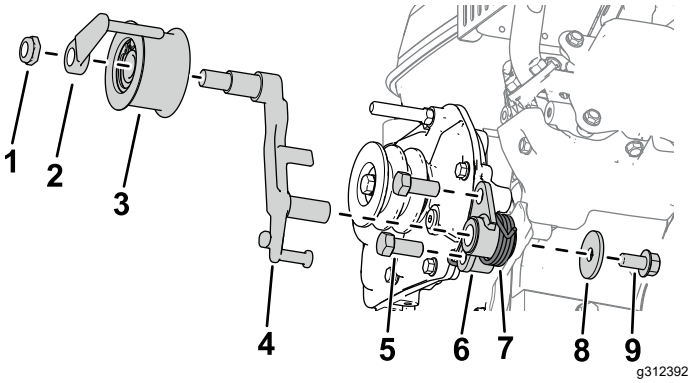

Figur 3
5. Montera kopplingsfästet på växellådan med två skruvar (7/16 x 1 tum) enligt Figur 3.
6. Montera kopplingsarmen på kopplingsfästet (Figur 3).
7. Montera vridfjädern på kopplingsfästet med en bricka (⅜ x 1 ⅜ tum) och en skruv (⅜ x ¾ tum) enligt Figur 3.
8. Montera mellanremskiveenheten på kopplingsarmen med remstyrning och en sexkantsmutter (Figur 3).